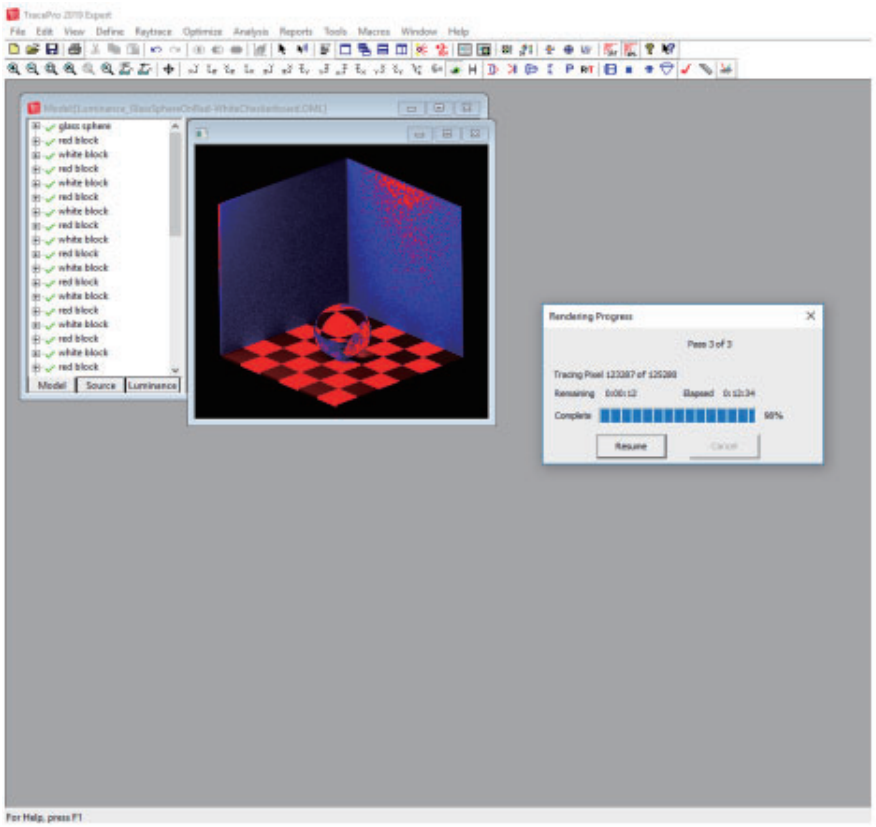

FIGURE 9.72 - Photorealistic rendering result after two rendering passes.
6. 次に、レンダリング進行状況ダイアログボックスが表示され、各レンダリングパスの後にレンダリングウィンドウが更新されます。図 9.72 に、1 パス後のレンダリングウィンドウ